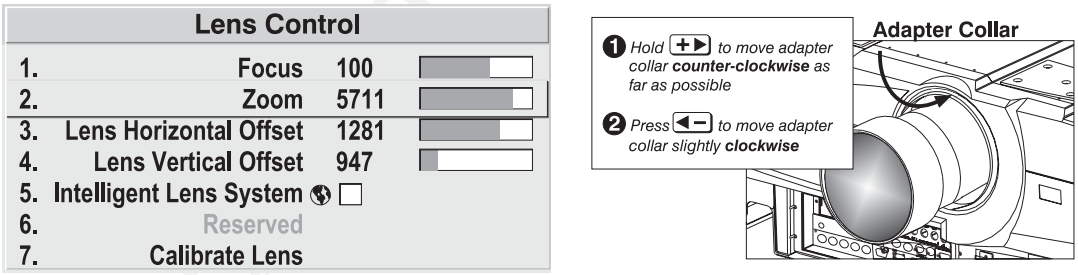

Figure 4.12. Adjust adapter collar using "Zoom" control
f) **ADJUST THE ADAPTER COLLAR:** Press [Lens] to display the *Lens Control* menu. Then adjust as follows (see Figure 4.12):